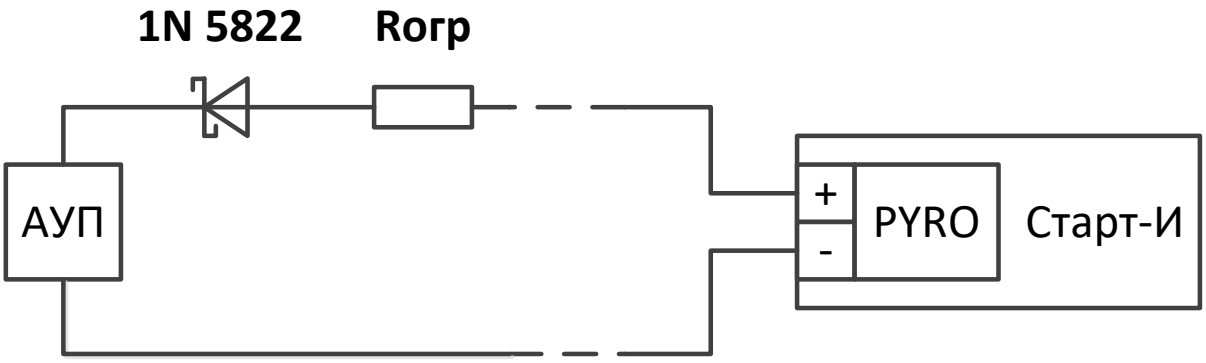

Рис. 21
- Схема подключения **цепей пуска** представлена на рис. 21.